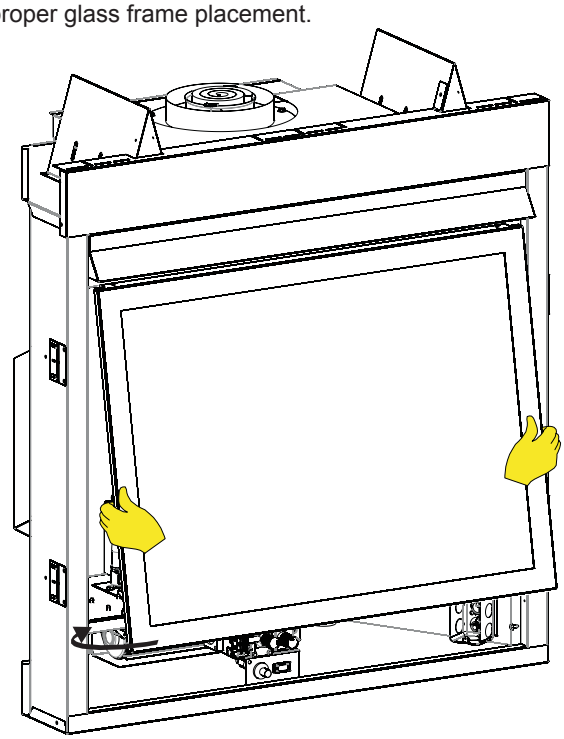

**Figure 84**
2. Gently lower the glass frame into place. **See Figure 84** for proper glass frame placement.
- Check all latches or other door retention components for proper operation, tension, and relief mechanisms are free from obstructions. **See Figures 84 and 85.**